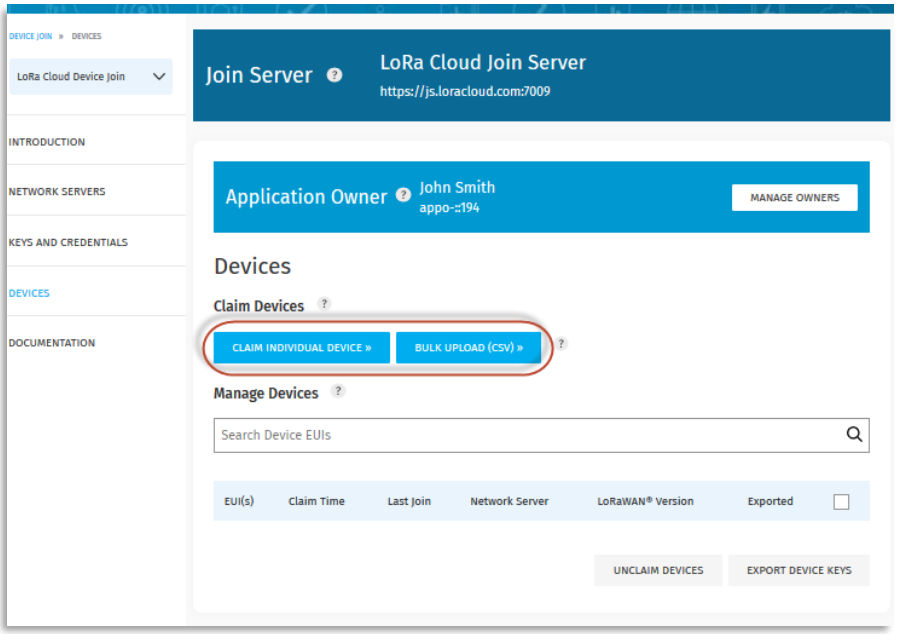

Figure 73: LoRa Cloud Join Server Device Claim Options
7. On the **Join Server** page, under the **Devices** header, you will have two options: **Claim Individual Device** or **Bulk Upload (CSV)**, as illustrated in Figure 73.